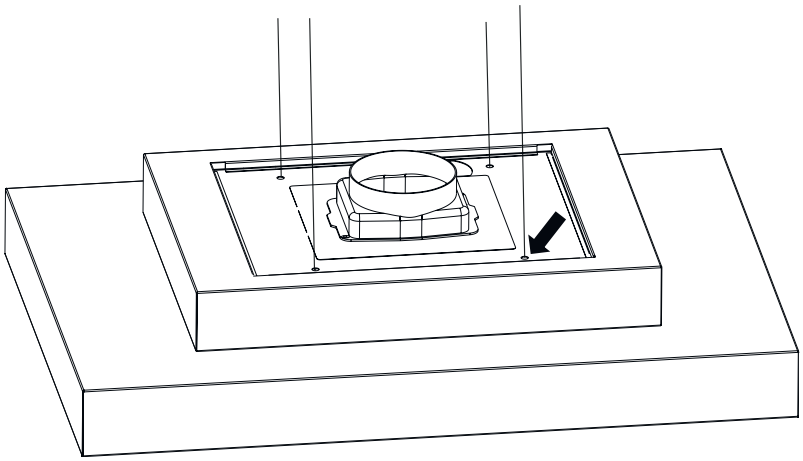

Fig. 31
4. Skub nu stålwirerne igennem fra toppen og ned i emhætten igennem sikkerhedslåsen (Fig. 31).